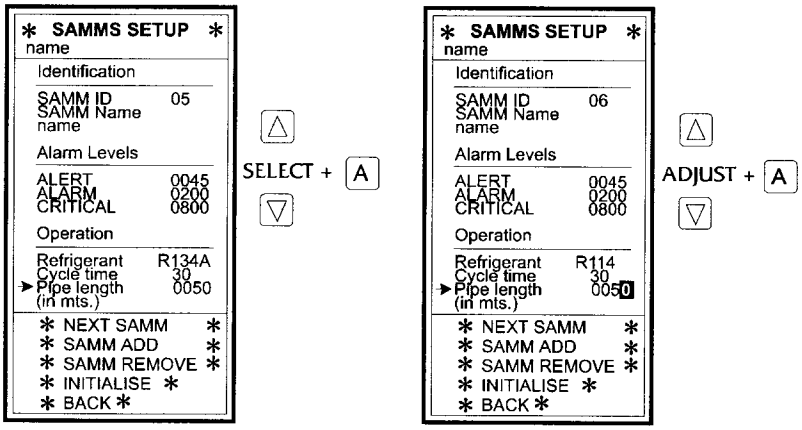

Figure 2-26. Set Pipe Length
f. Set “Pipe length” as illustrated in figure 2-26. The pipe length is the length of the freeway plus the length of the spur kit and is used to determine the length of time required to purge airways between sampling. Although actual pipe length may be less, the pipe length setting should always be set to at least 100 feet to allow a minimum 10 second purge time. If more than 100 feet of freeway piping is actually used, adjust “Pipe length” accordingly (up to a maximum of 300 feet).